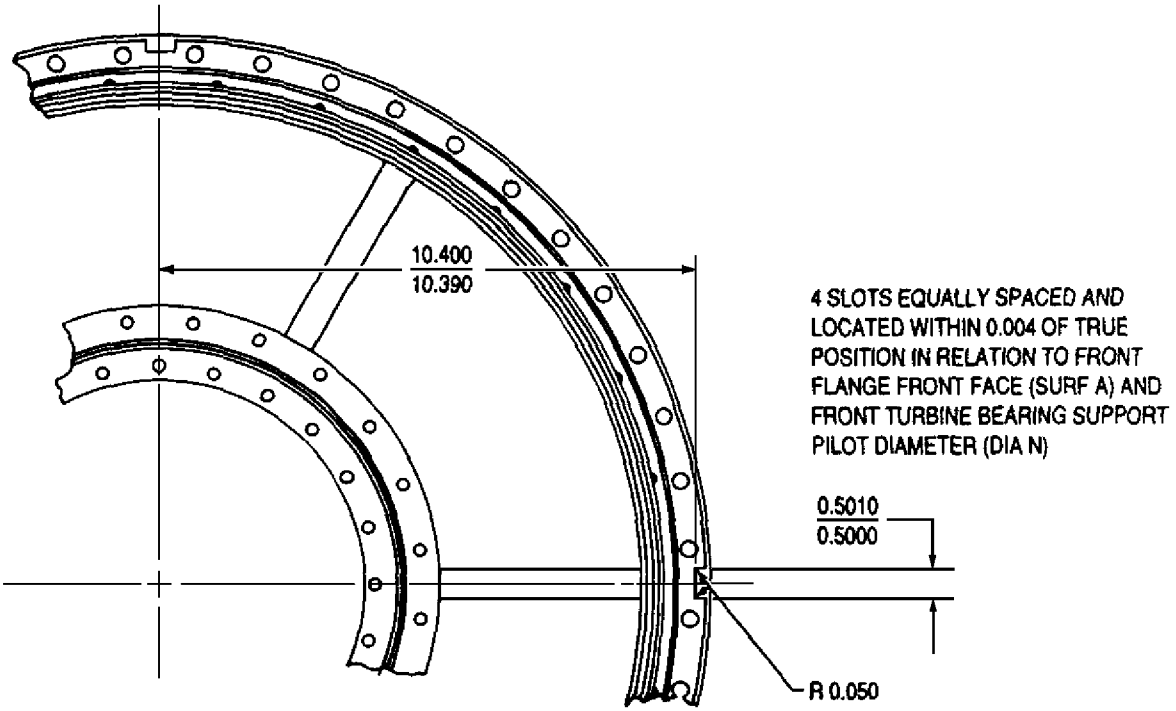

Figure 3. Turbine Inlet Casing Assembly − Piloting Key Slot Wear Repair
17. TURBINE INLET CASING ASSEMBLY − PILOTING KEY SLOT WEAR REPAIR. (figure 3)
b. Weld buildup wear area of slot using GTAW method and AMS 5832 welding wire. Buildup thickness shall be sufficient to obtain finish dimensions. Refer to figure 3.
d. Machine slot at location shown (figure 3).